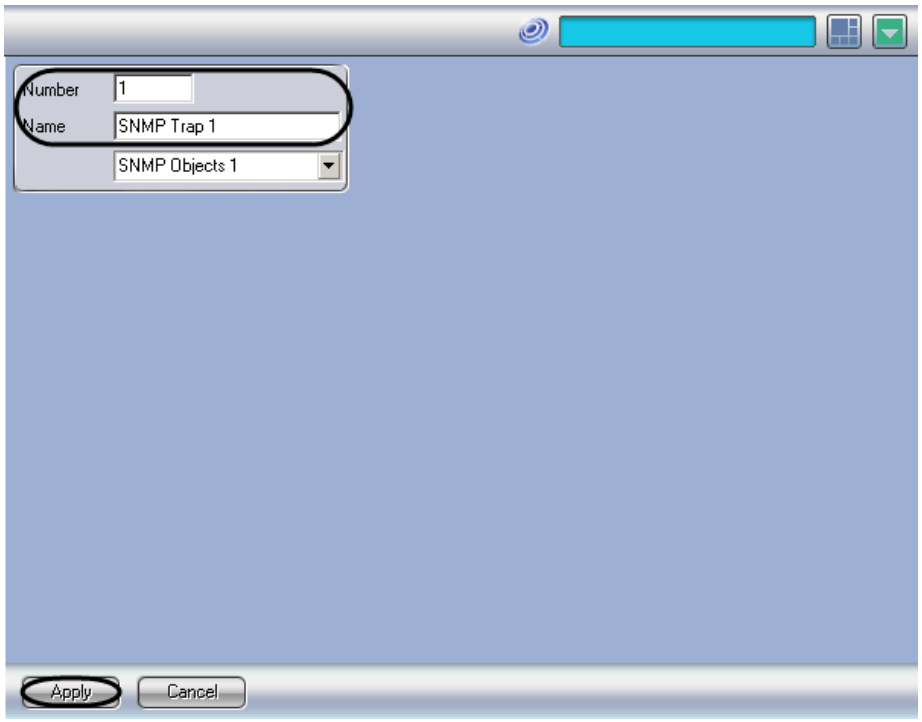

Figure 8.11-4. Setting the number and name of SNMP trap object
6. Set the number and name of SNMP trap object in the appeared window and then click Apply button (Figure 8.11-4).